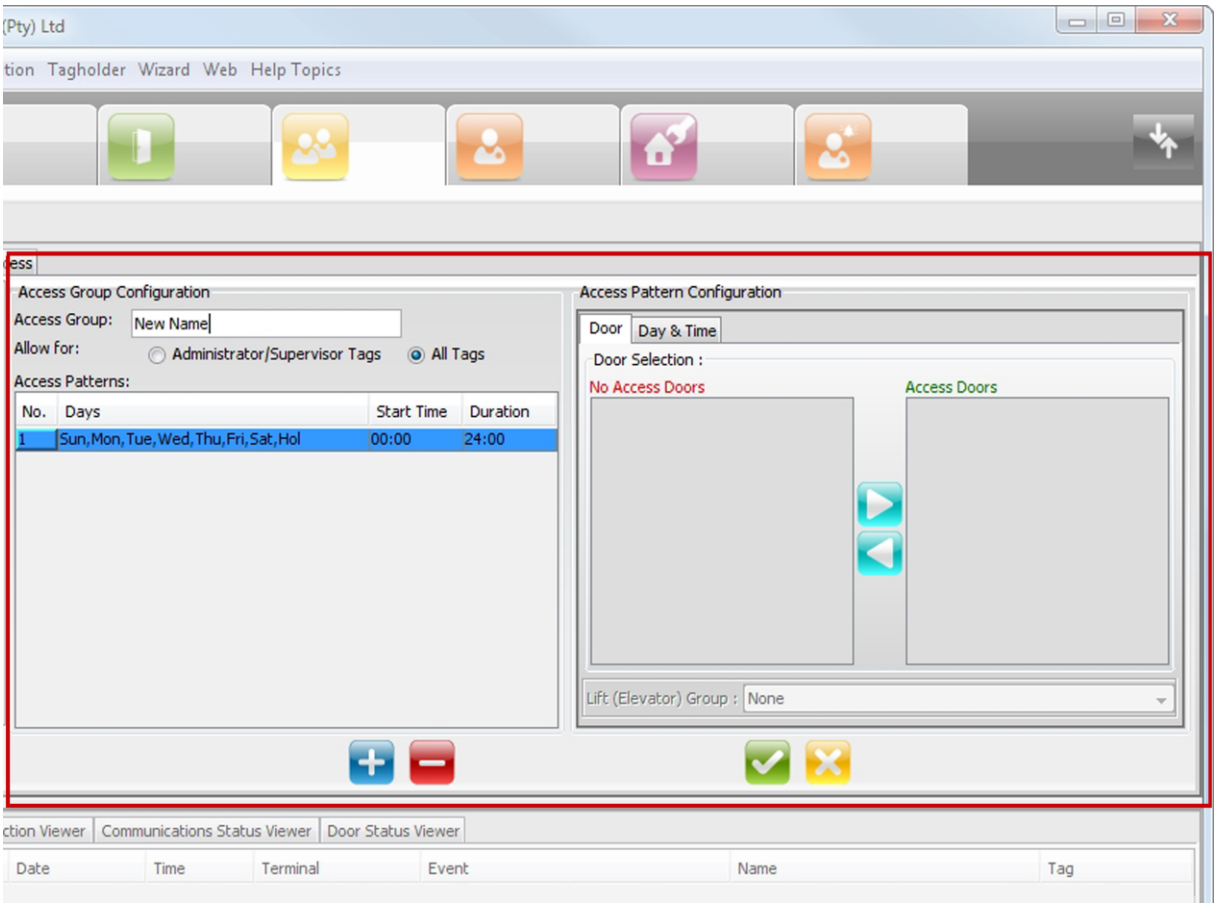

Figure 10 – Right-hand Side of the Access Group Pane (General Access Tab Selected)
1. As highlighted in Figure 10, click the button.
The selected Access Group's details display on the right-hand side of the Access Groups Configuration Pane. See Figure 10 for more information.